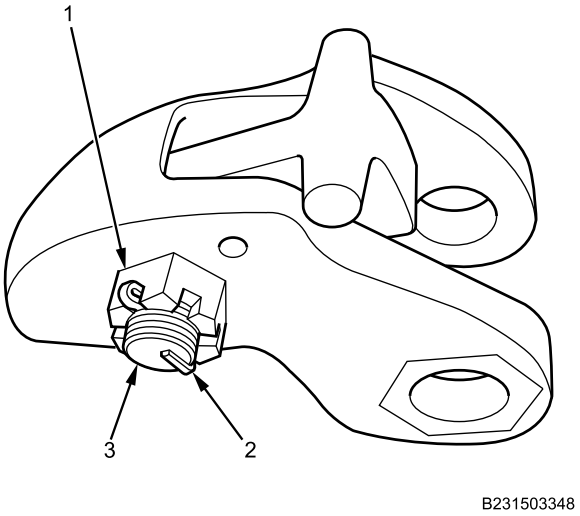

Figure 7. Towing Pintle Hook Upper Jaw Assembly.
3. Tighten castle nut (Figure 7, Item 1) just until cotter pin hole is aligned.
4. Install new cotter pin (Figure 7, Item 2) on release handle retaining bolt (Figure 7, Item 3) and bend tip over securely.